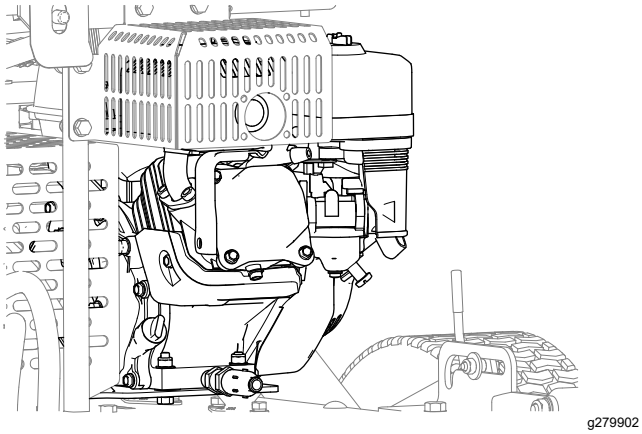

**Рисунок 41**
4. Удалите грязь и мусор с двигателя и ребер охлаждения двигателя (Рисунок 41).